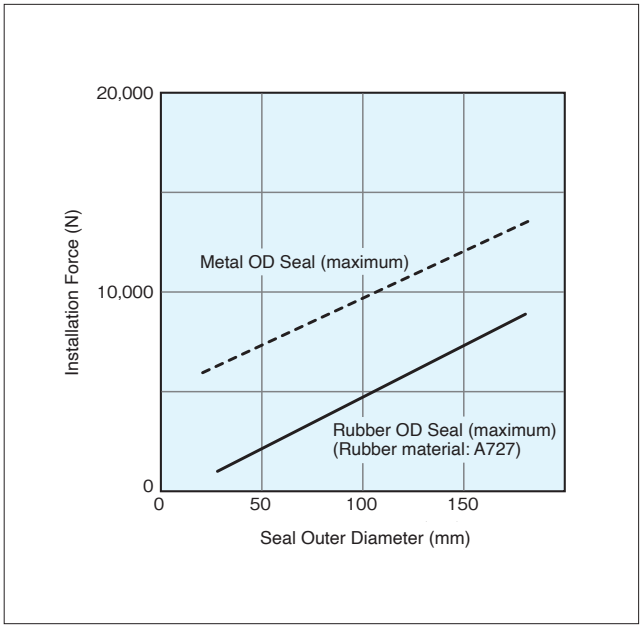

Fig. 7-10 Seal Installation Force Requirements (Base on 100mm/min)
❻ Fig. 7-10 shows the press forces required to properly in stall an oil seal.